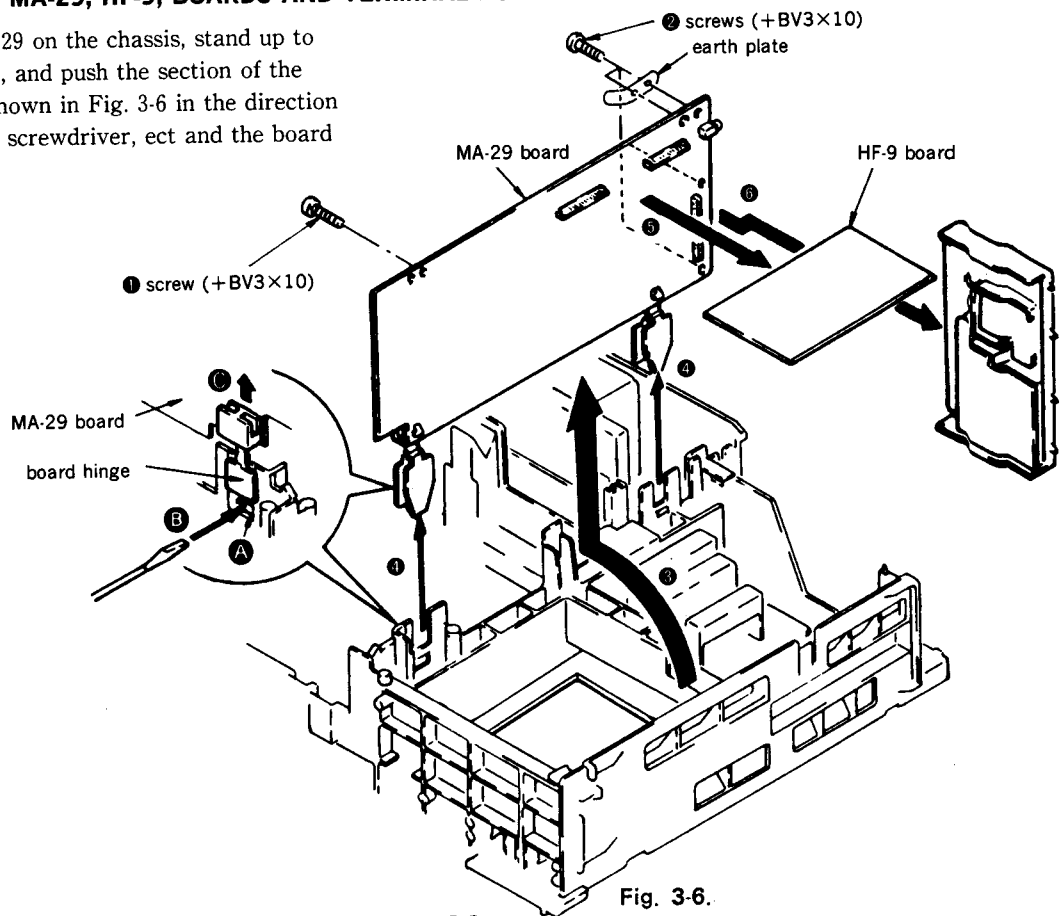

Fig. 3-6.
1) Remove the MA-29 on the chassis, stand up to the MA-29 board, and push the section of the board hinge Ⓐ shown in Fig. 3-6 in the direction Ⓑ using a sloted screwdriver, ect and the board hinge are off.